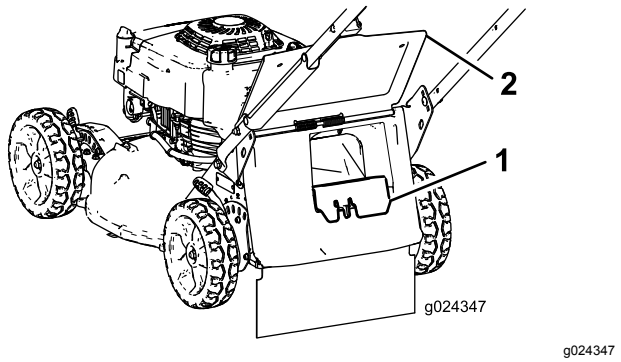

Figuur 17
- Als de afsluiter van de achterafvoer niet is gemonteerd, neem deze dan vast bij de handgreep, til de afvoergeleider aan de achterzijde op en breng de afsluiter in het achteruitworpkanaal tot de vergrendeling op zijn plaats valt (Figuur 17).
3. Verwijder de afsluiter van de achterafvoer door de vergrendeling met uw duim in te drukken en de afsluiter uit de machine te trekken (Figuur 17).